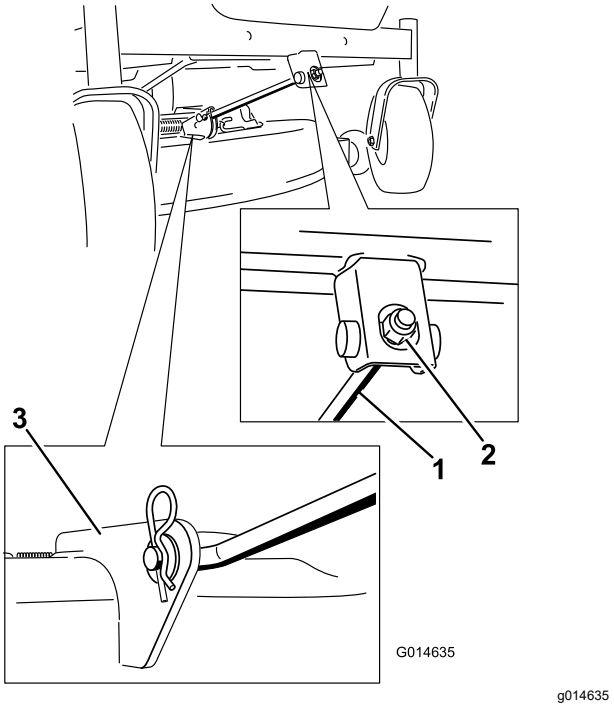

Figure 73
5. Retirez la goupille fendue de la tige de support avant et déposez la tige du support de plateau (Figure 73).
8. Fixez la tige de support avant au plateau de coupe à l'aide de l'axe de chape et de la goupille fendue (Figure 73).